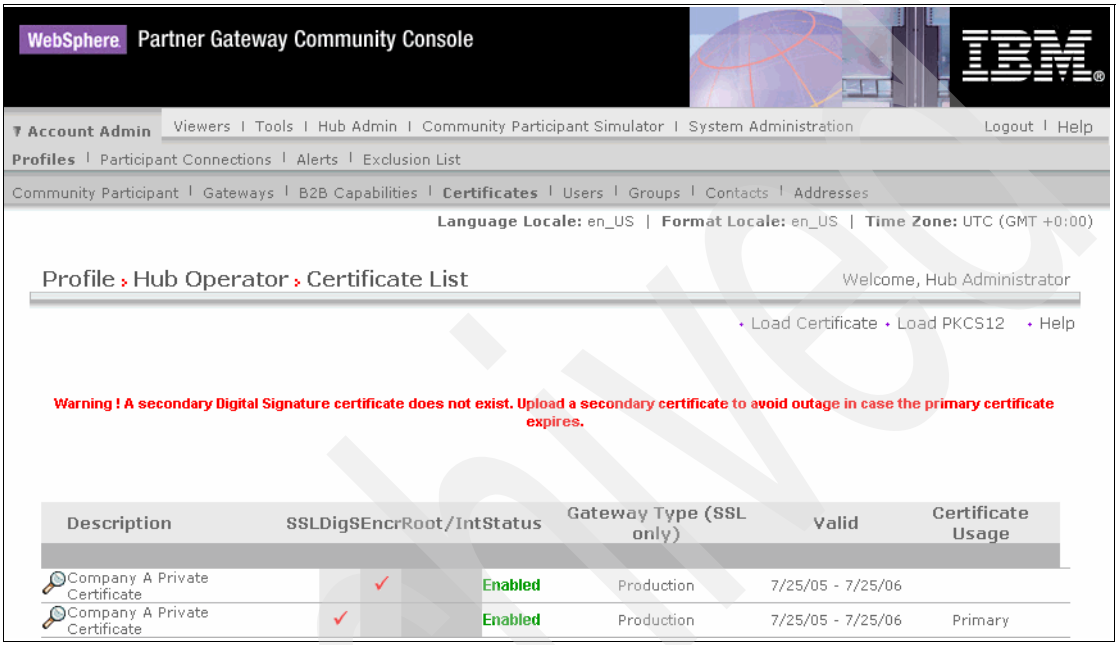

Figure 8-42 List of certificates for hubadmin on Company A
5. Click **List** to list the certificates for hubadmin on Company A as shown in Figure 8-42